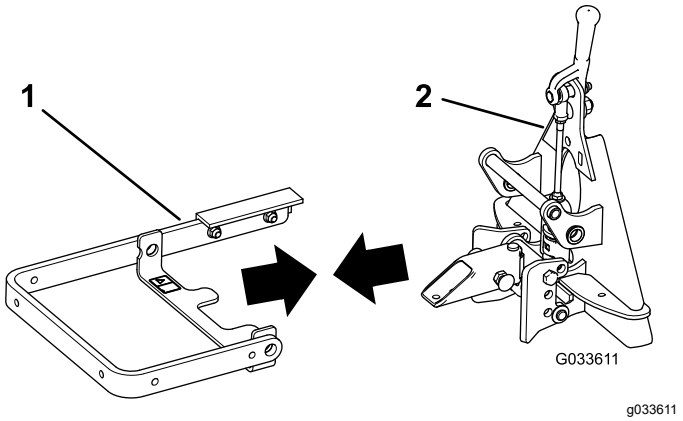

Figura 4
1. Allineate i fori nel braccio di sollevamento con i fori nel gruppo QAS (Figura 4).